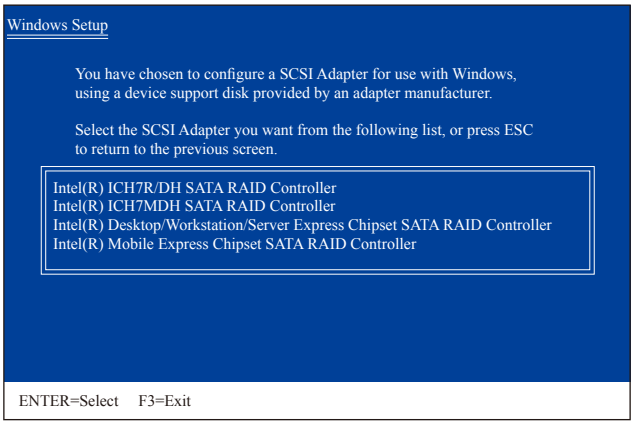

图3
3：放入空白软盘(请先确认USB软驱已被指定为A磁盘)。依所要安装的操作系统按下SATA控制器驱动程序代码后再按<Enter>键。以图3的选单为例：
放入存有SATA RAID/AHCI驱动程序的软盘并按下<Enter>键。当如图3的画面出现时，请选择「Intel(R) Desktop/Workstation/Server Express Chipset SATA RAID Controller」再按<Enter>键，系统会从软盘中下载RAID驱动程序。若设为AHCI模式，请使用键盘的上键移到「Intel(R) Desktop/Workstation/Server Express Chipset SATA AHCI Controller」项目再按<Enter>。